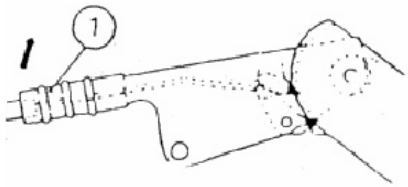

Fig. 3.5-6
2. Adjusting of stopping brake: Note: Adjusting of stopping braking, the lever is drawn up to the fourth gullet, see fig. 3.5-6, all braking force instantly achieve. The sixth gullet of ratchet of the controlling lever if it uses normal pulling force, then the brake must be adjusted again.